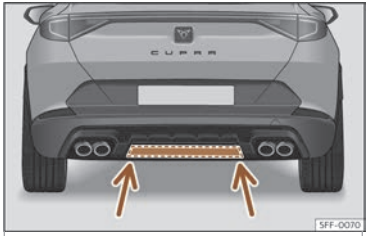

Fig. 87 Zona de detecció del sensor inferior
- Si la porta posterior no s'obre, repetiu el procediment transcorreguts alguns segons. Possiblement no heu arribat a la zona de detecció del sensor inferior››› **fig. 87**.